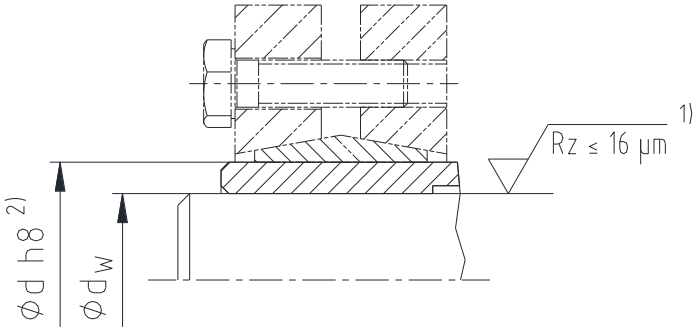

Рис. 2: Допуски и качество поверхности
- Проверить посадку вала и ступицы / полого вала на указанный в главе 1 (см. рис. 2 таблицу 2) допуск.